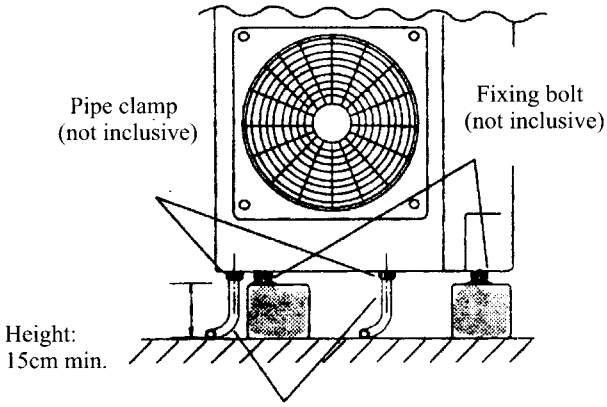

Fig. 99
(1) Choose a place for outdoor unit installation as described in 2.9.1
(2) Cushion the unit with bricks or strong base at least 15cm thick.(see Fig 99)
(3) Use four bolts to fix the unit firmly to the bricks or base.